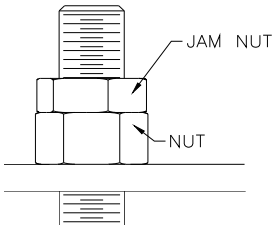

Fig 11 – Cable Jam Nut
22) Secure the cables to the top of the column with the nut and jam nut provided, **Fig 11**.